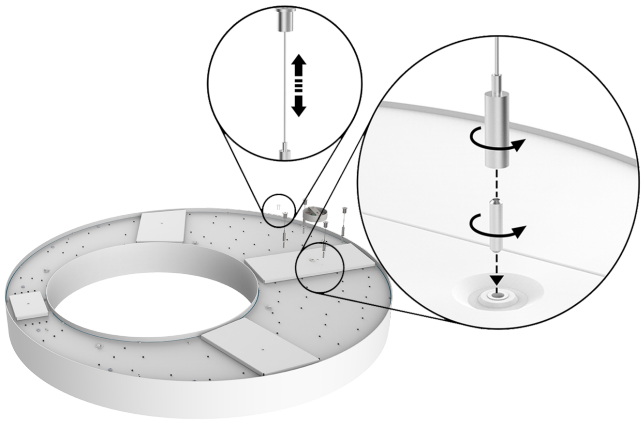

Рис.1
2. В резьбовые отверстия светильника установить Винт установочный М5х20 (входит в комплект), см. Рисунок 1;